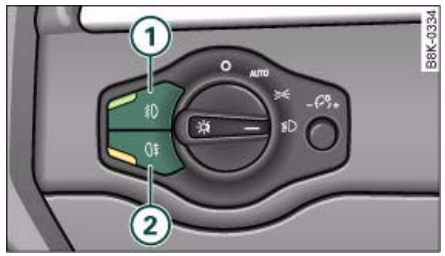

Fig. 55 Switch for front fog lights
– Press button (1) ⇒ fig. 55 to switch on the front fog lights.
– Press button (2) to switch on the rear fog lights.